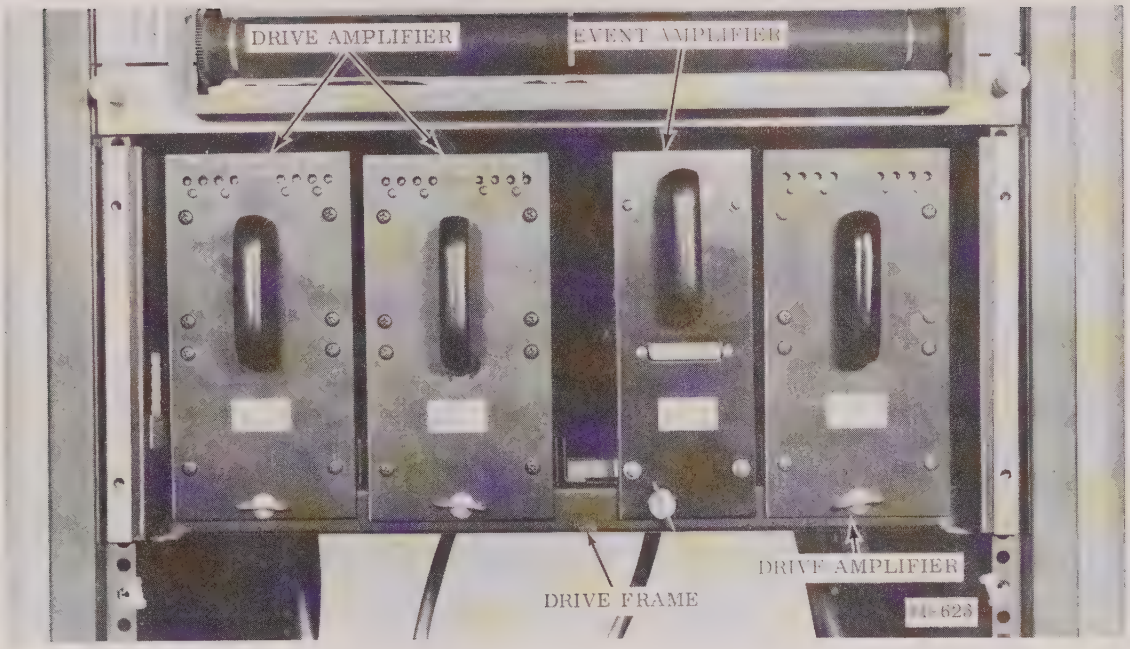

FIGURE 6-30 DRIVE AMPLIFIER COMBINATION—REFERENCE
3. Install drive amplifier in selected channel and lock in place with quarter-turn fastener (Fig. 6-30).
2. Signal input connections are made to the 25-pin connector at the front of the event amplifier (Fig. 6-30) using mating connector supplied with unit.